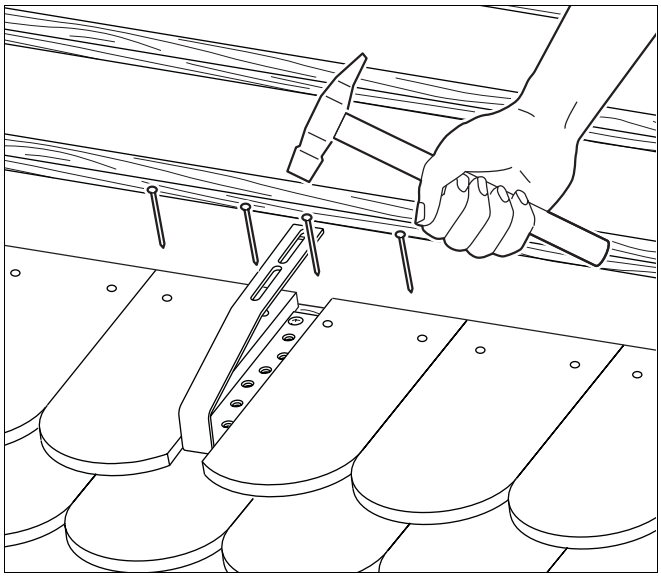

Afb. 31 Bevestig de beverstaartpannen
- Hang de beverstaartpan aan de daklat (afb. 31).